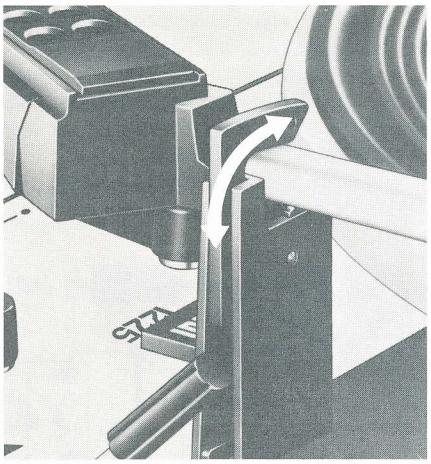

Fig. 7
Sélectionner la vitesse de plateau 33 1/3 ou 45 tr/mn ⑭ et déverrouiller le bras de lecture (fig. 7).
Lorsque le disque est fini, le retour du bras et l'arrêt s'effectuent automatiquement. Il convient de verrouiller à nouveau le bras (fig. 7).